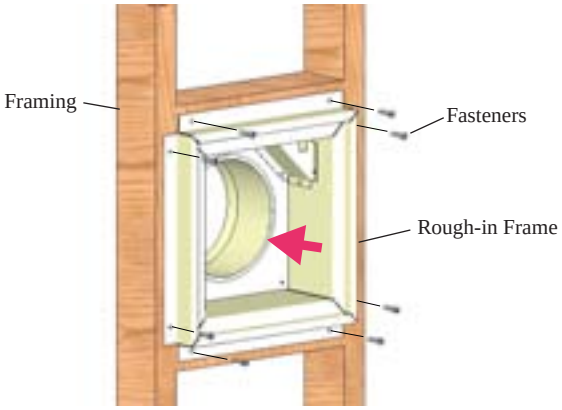

Figure 13a. Securing the Power Vent Rough-in Kit.
Step 2: Insert the Power Vent Rough-in Kit and secure in place, see ***Figure 13a.***
Step 3: Remove the bottom collar and conduit mounting frame, see ***Figure 13a.*** Set removed hardware aside until needed for reassembly.